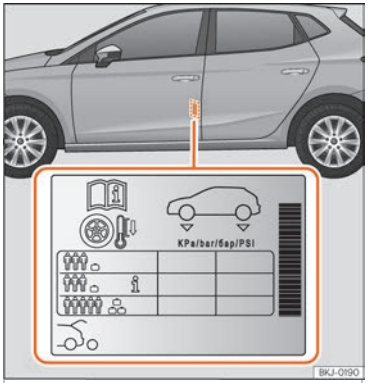

Fig. 193 Location of the tyre pressure sticker.
- Adjust tyre pressure to the load being carried by the vehicle ››› Fig. 193.
The tyre inflation pressures are listed on a sticker on the rear of the front left door frame ››› Fig. 193.
Depending on the vehicle, tyre pressure can be adjusted to medium load to improve driving comfort (tyre pressure i ››› Fig. 193). When driving with comfort tyre pressure fuel consumption may increase slightly.
The tyre pressure must be adjusted according to the load the vehicle is carrying. If the vehicle is going to carry the maximum load, the tyre pressure should be increased to the maximum value indicated on the sticker ››› Fig. 193.
pressure of 4.2 bar as indicated on the tyre pressure label ››› Fig. 193.
- **The driver is responsible for ensuring that all of the vehicle tyres are correctly inflated to the right pressure. The recommended tyre pressure is indicated on the label ››› Fig. 193.**
- **When the tyres are cold, tyre pressure should be that indicated on the label ››› Fig. 193.**